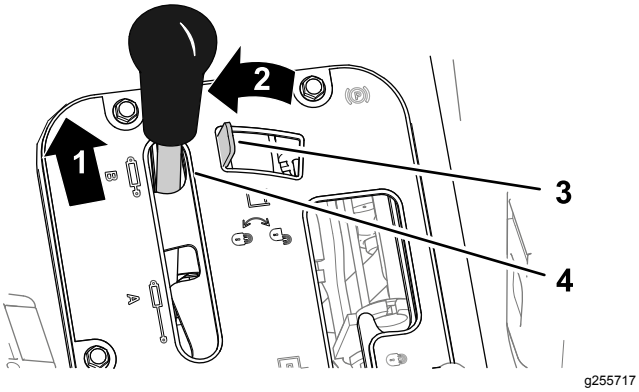
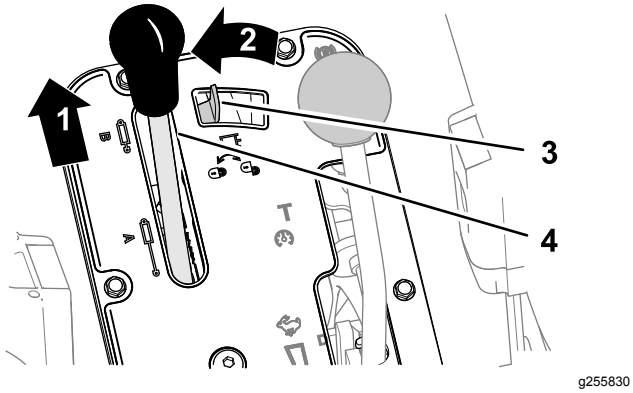

Figur 90
Figur 91
1. Skub det hydrauliske løftegreb frem (Figur 90 eller Figur 91).
2. Flyt låsen til det hydrauliske løftegreb til venstre for at aktivere låsen (Figur 90 eller Figur 91).